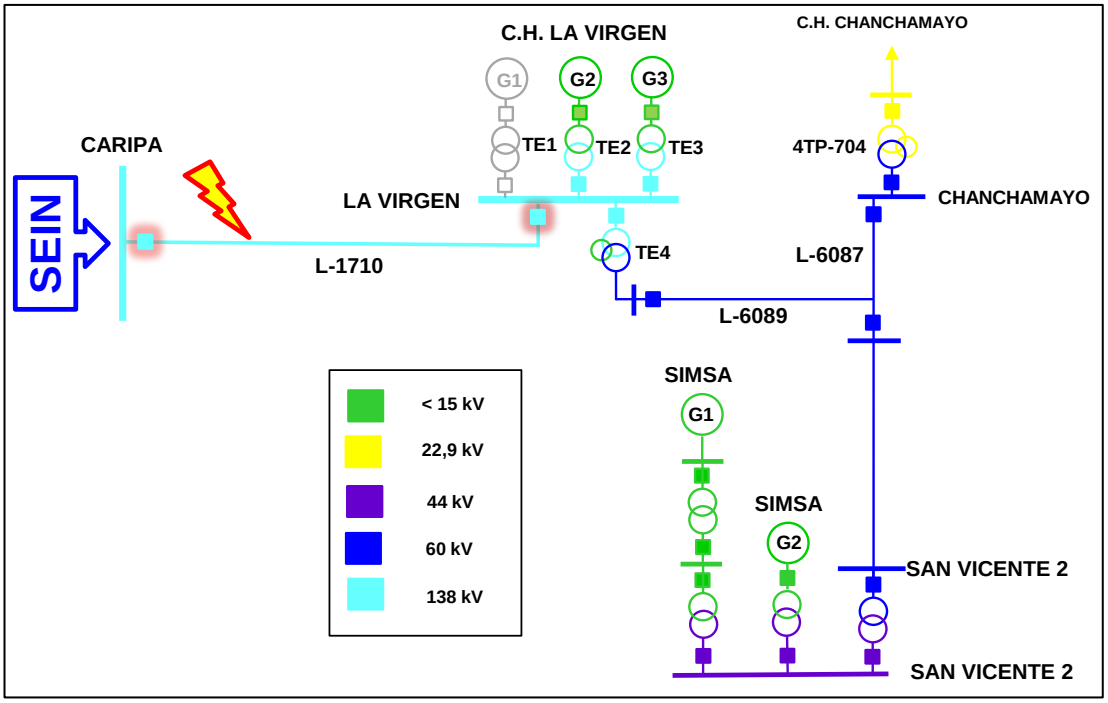

Figura 1. Diagrama unifilar de la zona de influencia de la falla (Fuente: COES)
11.1 A las 15:41:11.381 h, se produjo una falla bifásica a tierra en las fases “R” y “T” de la línea L-1710 (Caripa – La Virgen) de 138 kV, a una distancia de 8,4 km desde la S.E. Caripa, debido a descargas atmosféricas en la zona, según lo informado por LA VIRGEN, titular de la línea (ver Figura 1).